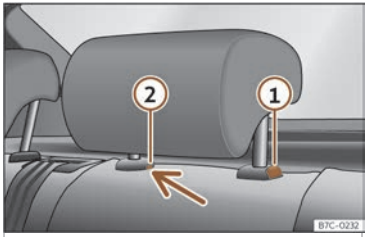

Fig. 105 Repousacabezas traseiro:desmontaxe.
- Prema a tecla››› **fig. 105** ①, apertando á vez polo orificio do seguro ② cun desapara-fusador plano de máximo 5 mm de anchura e retire o repousacabezas.